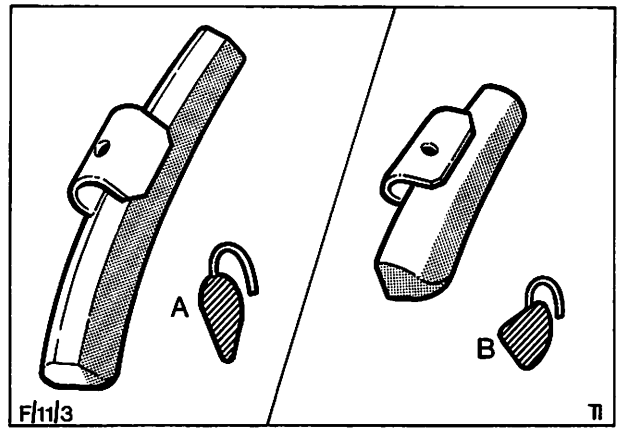

Abb. 5 Auswuchtgewichte
b) Es sind ausschließlich die mit Spezialklammer befestigten FORD-Auswuchtgewichte zu benutzen. Zur Vermeidung eventueller Beschädigungen der Radschutzbeschichtung wird empfohlen, die Gewichte mit einem Kunststoffhammer anzubringen. Bevor die Auswuchtgewichte montiert werden, sind die Hinweise über die Arten der Auswuchtgewichte unter „Allgemeines" auf Seite 3 zu beachten. Ebenfalls wird auf die Abb. 5 verwiesen.